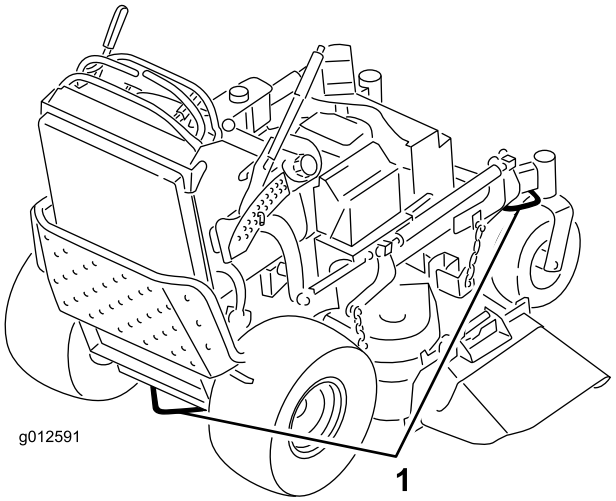

Figur 26
6. Använd fästöglorna av metall på maskinen för att säkra den på släpvagnen eller lastbilen med hjälp av spännband, kedjor, kablar eller rep (Figur 26).